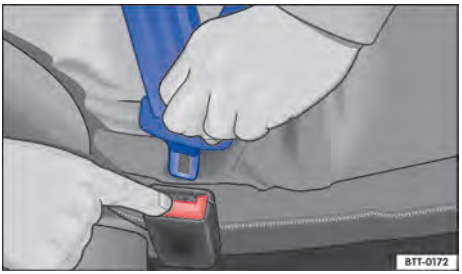

Fig. 61 Soltar a lingueta do cinto de segurança do fecho do cinto de segurança. ▶
- Pressionar o botão vermelho no fecho do cinto de segurança ⇒ Fig. 61. A lingueta do cinto de segurança salta para fora.